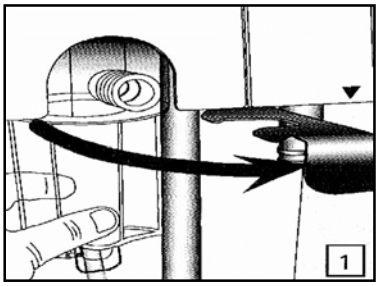

Figure 2–10: Inserting the Filter / Water Trap combination
2. Insert the AVEA Disposable Expiratory Filter into the filter cavity with the orientation as shown in Figure 2–10. Make sure the filter is fully inserted into the filter cavity before closing the lever.